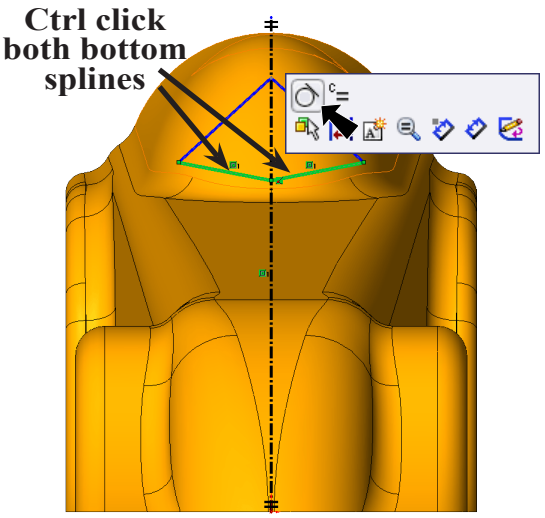

Fig. 145
Step 12. **Ctrl click** both **bottom** splines to select both splines. Release Ctrl key and click **Make Tangent** on the Content menu, **Fig. 145**.